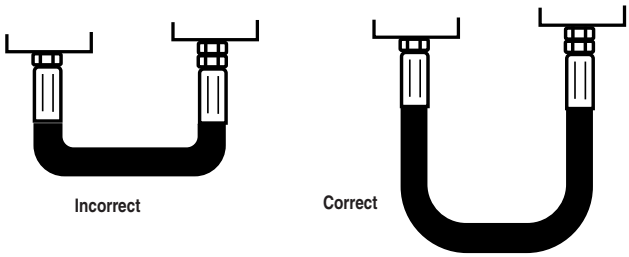

FIGURE 1 — MINIMUM BEND RADIUS
5.21 Minimum Bend Radius – The minimum bend radius is defined in SAE J343 and is specified in other SAE standards and hose manufacture's product literature. Routing at less than minimum bend radius may reduce hose life. Sharp bending at the hose/fitting juncture may result in leaking, hose rupturing, or the hose assembly blowing apart (see **4.2** and Figure 1).